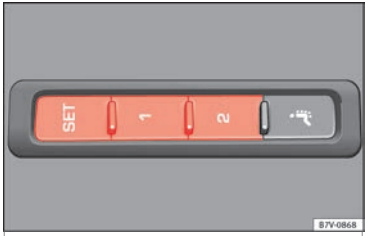

Fig. 158 Memory buttons on the outside of the driver seat
- Keep the SET button held down for more than one second ››› **Fig. 158**.